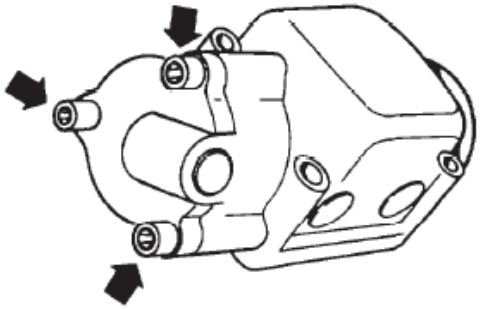

Figure 8 Air Inlet Cover Retaining Bolts
a. Remove the three socket head bolts from the air inlet cover (Figure 8) and remove the cover.